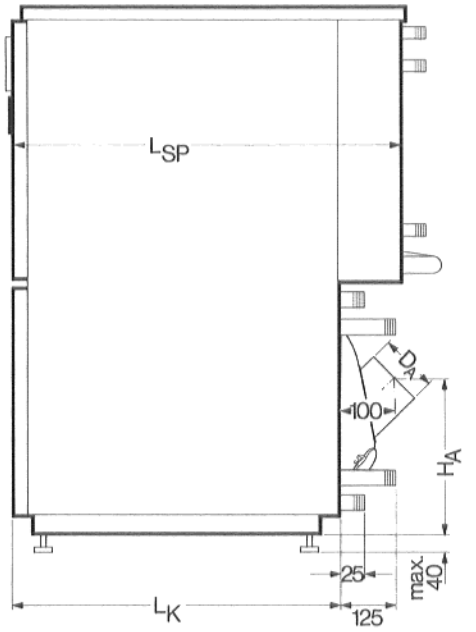

Fig. 2
2. Collegamento idraulico alle tubazioni, attacchi vedi Fig. 2 e 3, pag. 3.